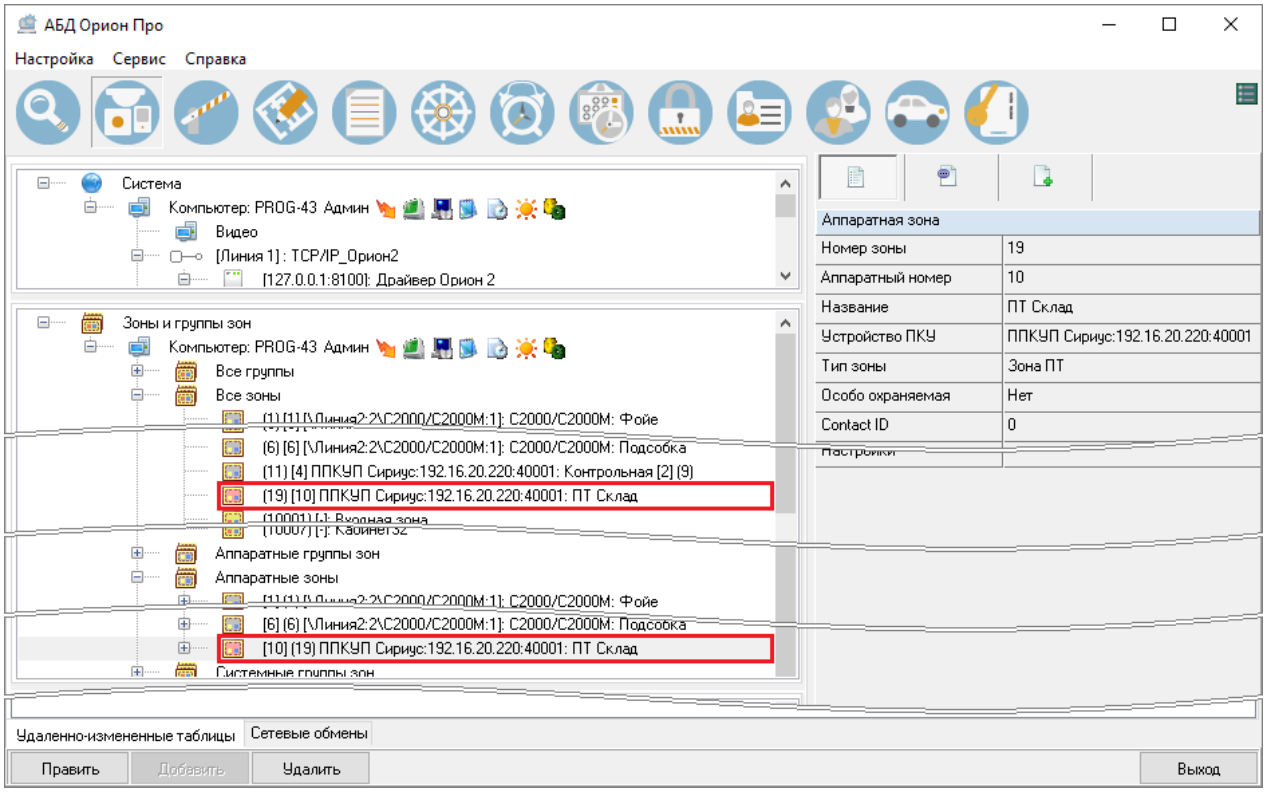

Рисунок 6-338 Зона ПТ в дереве зон
- в дереве зон как дочерний элемент узла «Все зоны» (см. Рисунок 6-338);
- в дереве зон как дочерний элемент узла «Аппаратные зоны» (см. Рисунок 6-338).